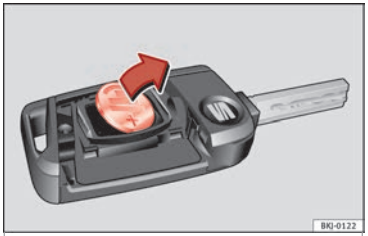

Fig. 139 Llave del vehículo: extracción de la pila.
- Extraiga la pila del compartimento con un objeto fino adecuado ››› **fig. 139**.
- Coloque la pila nueva tal como se muestra ››› **fig. 139** y presiónela en el compartimento para la pila en sentido contrario a la flecha ››› ❗.